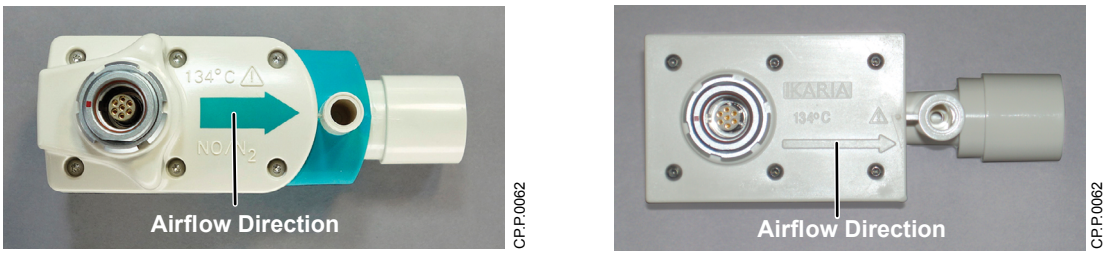

Figure 3-15 Injector Module top view
3. On the Injector Module, note the airflow direction arrow (see Figure 3-15). Flow from the ventilator must pass through the Injector Module in the direction of the arrow.